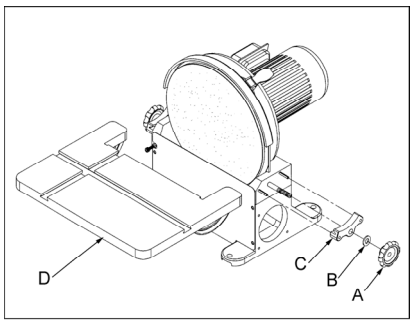

Fig 2
Remove the knobs (A, Fig 2), washers (B) and the trunnion holders(C) on both sides.